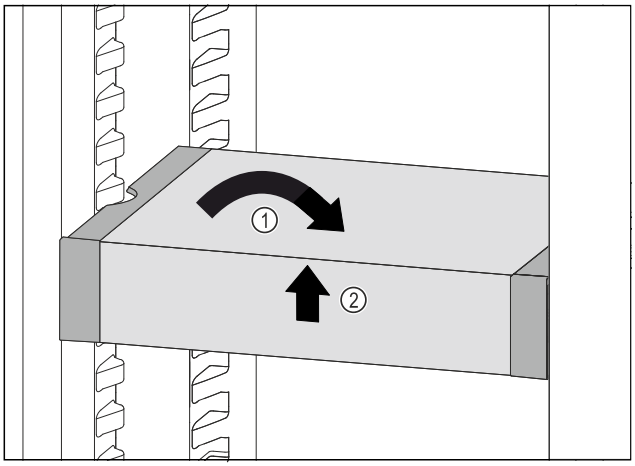

Fig. 130
▶ Set VarioSafe straight. *Fig. 130 (1)*
▶ Lift VarioSafe at the front. *Fig. 130 (2)*